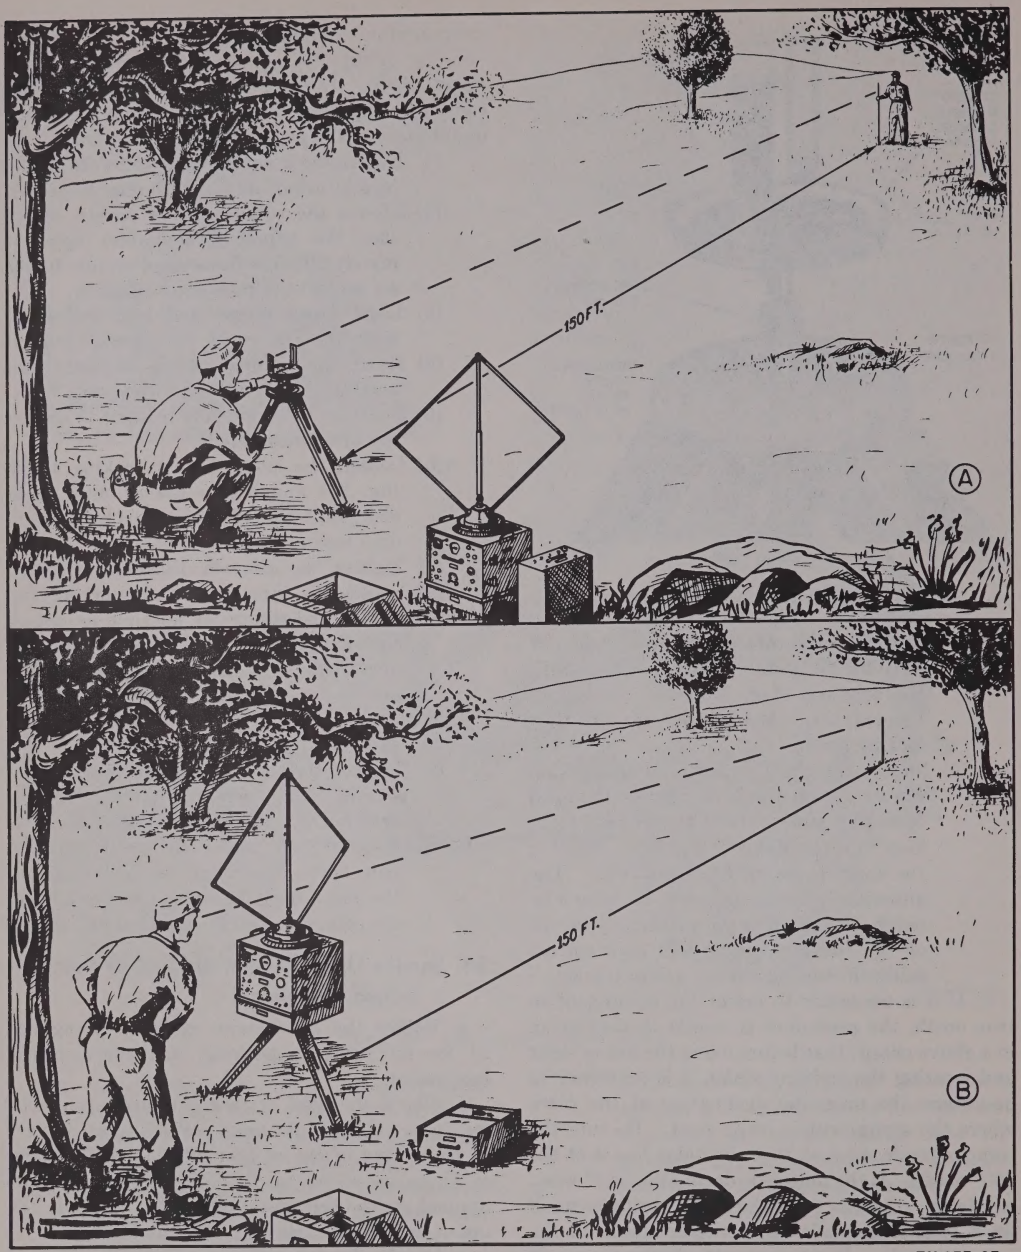

Figure 27. Method of orienting the direction finder.
(3) Set up the tripod (par. 13) with one leg oriented north (A, fig. 27) so that the remaining two legs will not interfere with the operator.
(4) Adjust the tripod until the air bubble is in
(5) Rotate the compass until the sights and the needle of the compass coincide at magnetic north. Check as indicated in subparagraphs (2) above to make sure that the compass and the tripod are aligned properly.
(6) Have an assistant hold a sighting stake approximately 150 feet from the compass (A, fig. 27). Locate the stake by means of the compass sights, *exactly* in the magnetic north line of sight. When this position is obtained, direct the assistant to anchor the stake securely into the ground. Check the position of the stake to be sure it is in the line of sight.
(7) Remove the compass, with its ball joint and socket fitting, from the tripod. *Be careful not to disturb the position of the tripod.* Install the receiver (with either the dynamotor or battery box) on the tripod (pars. 22, 24, and 25).
(8) Loosen the azimuth disk locking screw
(9) Loosen the three antenna mount locking screws so that the N marked on the head faces the stake. Line the edges of the loop with the stake (B, fig. 27). Tighten the antenna mount locking screws. The antenna is now oriented to magnetic north, and rotating the antenna by means of the turning handle will give correct azimuth readings on the azimuth scale.